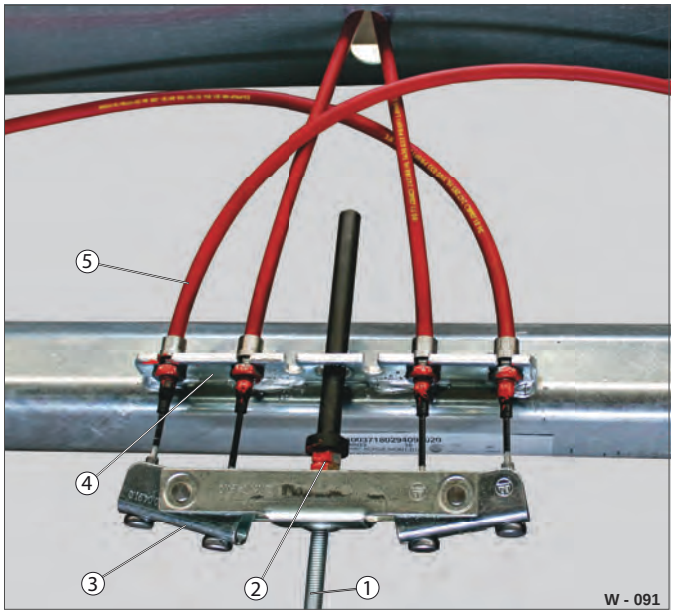

Fig. 62 Eksempel: Bremseudligning
Trækstangen (Fig. 62 /1) skal være trukket helt ud, og håndbremsen slækket fuldstændigt!
- ▶ Løsn overførselsanordningen på udligningsjernet (Fig. 62 /3) - løsn sekskantmøtrikken / kontramøtrikken (Fig. 62 /2).
- ▶ Kontrollér wiretrækkets frigang på akselmodholdet (Fig. 62 /4) - ca. 5 mm.